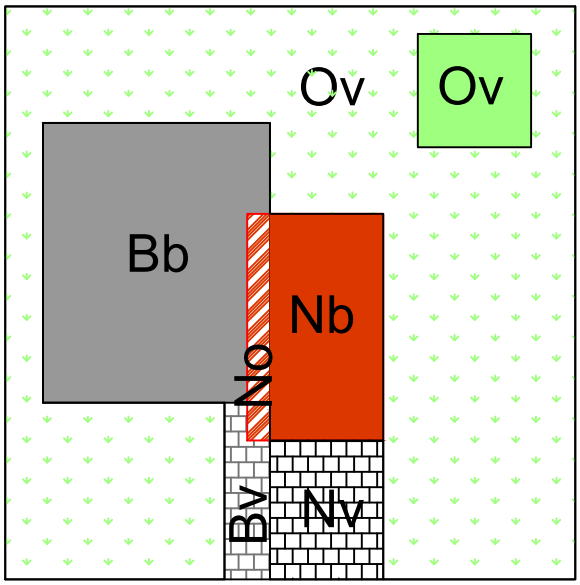

Afbeelding 1
2) *zie afbeelding 1, 2 en toelichting*